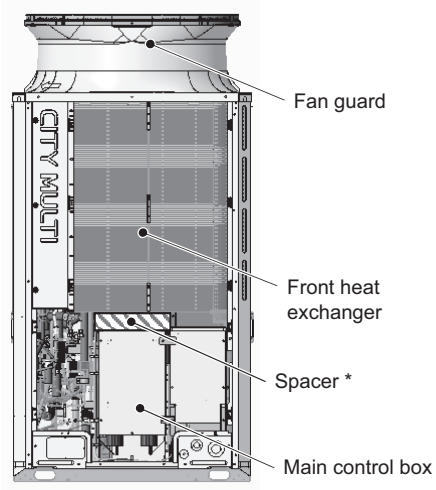

Figure 9
(10) Remove the fan guard by unscrewing the 6 screws. (See Figure 9.)
(11) Insert a spacer between the main control box and the heat exchanger.
(12) Remove the cable tie that is holding the motor ASSY and the unit wiring.